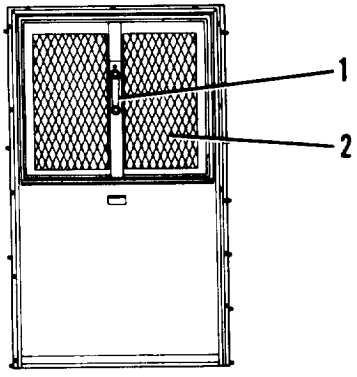

Figure 2-30. Window
(1) Turn crank (1, figure 2-30) clockwise to open window (2).